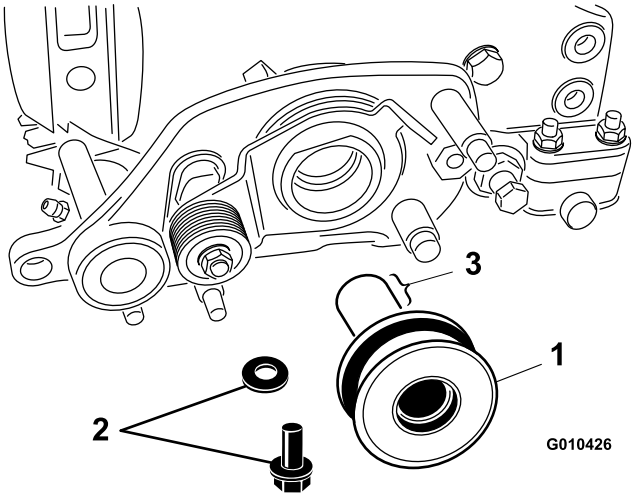

Figur 12
1. Påfør fedt på remskiveenhedens indvendige not og udvendige overflade (Figur 12).
3. Fastgør remskiveenheden til knivcylinderakslen med en bolt (M6–1 x 20 mm) og spændeskive (Figur 12).